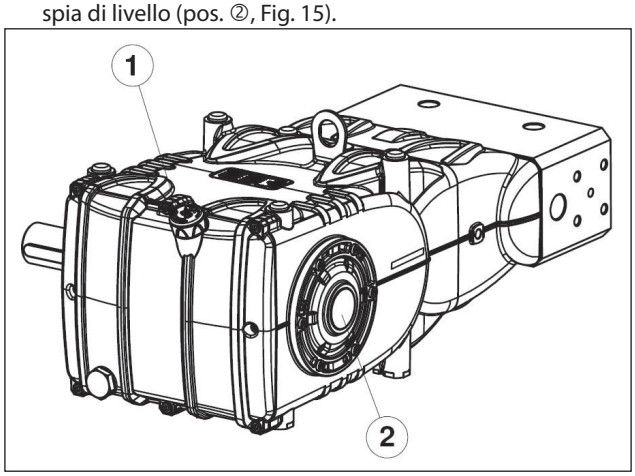

Fig. 15
5. L'olio nel carter pompa sia a livello verificandolo con l'apposita asta (pos. ①, Fig. 15) ed eccezionalmente con la spia di livello (pos. ②, Fig. 15).